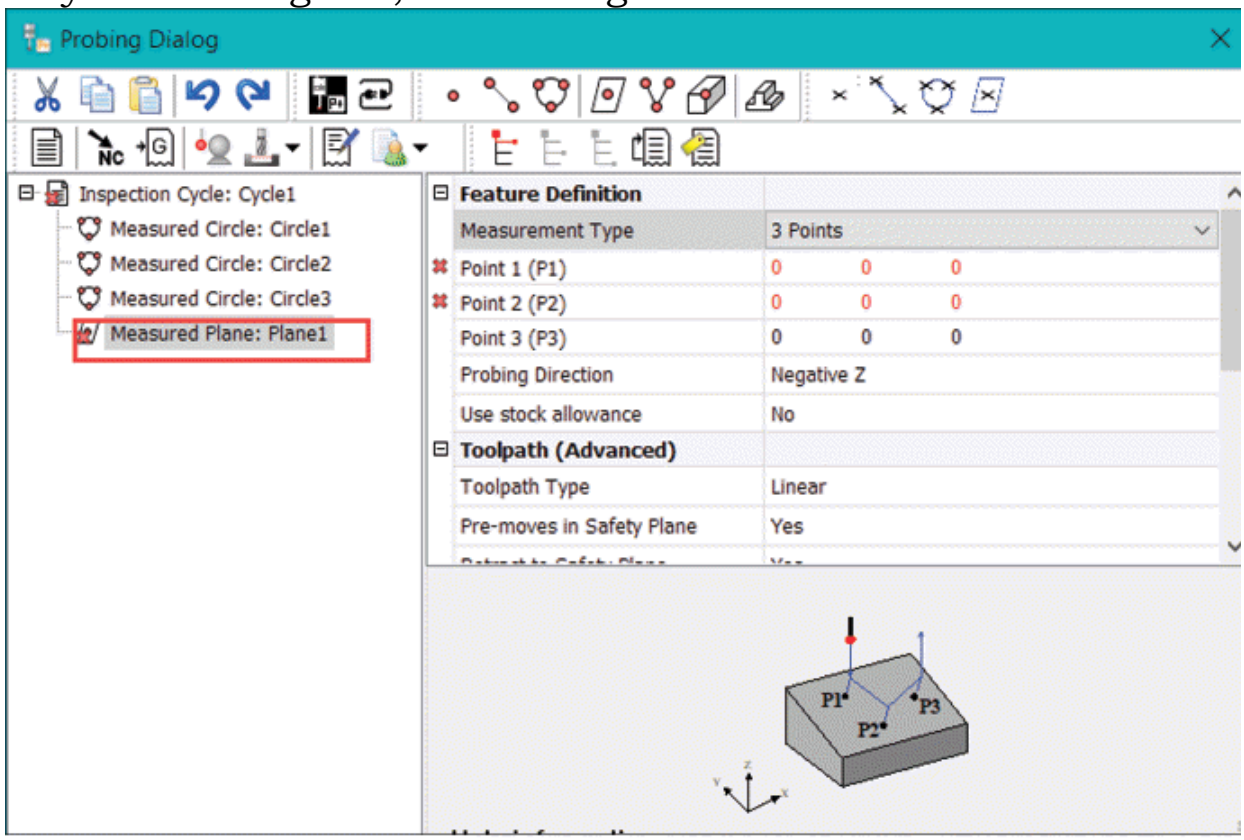

Figure-7. Measure plane added in inspection cycle
- The **Measure Plane** button is used to measure various points of a plane. Click on the **Measure Plane** button from the top in the dialog box. A new plane will be added in the inspection cycle of dialog box; refer to Figure-7.